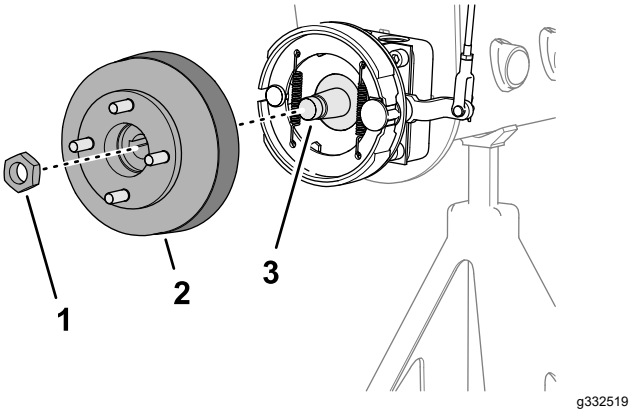
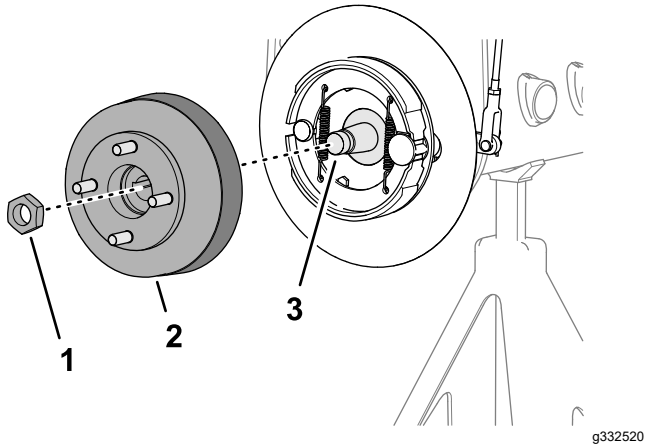

Figuur 61
Figuur 62
1. Verwijder de borgmoer waarmee de naaf aan de wielmotoras is bevestigd (Figuur 61 of Figuur 62).
4. Gebruik de gespecificeerde naaftrekker om de wielnaaf en remtrommel te verwijderen van de wielmotoras (Figuur 61 of Figuur 62).